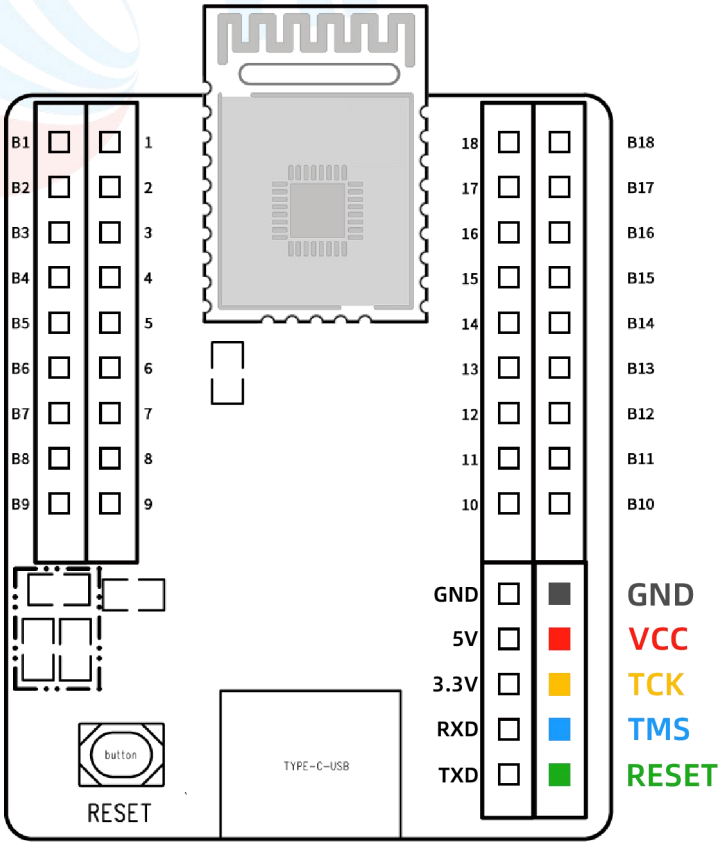

图 3.1.1
BT02 搭载 2340A1(I) 模块的调试脚接法如图 3.1.1 所示，还需将图中所示位置的 5 颗器件去掉（一般出货前默认会去掉）。